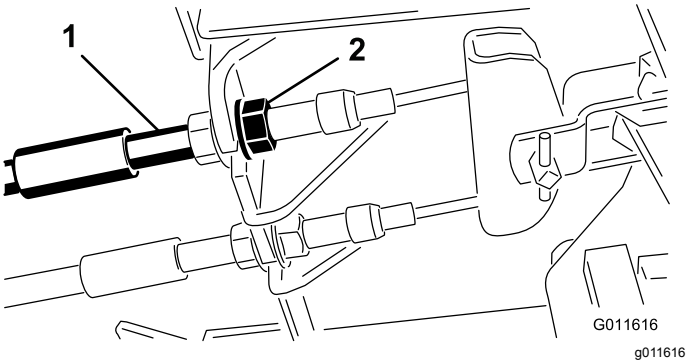

Figura 85
1. Para reduzir a folga dos pedais dos travões, aperte os travões desapertando a porca dianteira que se encontra na extremidade roscada do cabo dos travões (Figura 85).